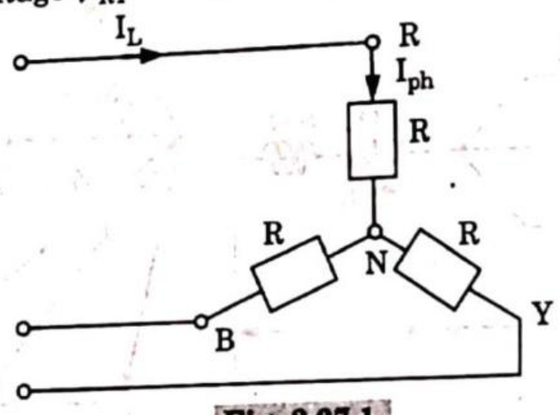

Fig. 2.37.1.
5. From the Fig. 2.37.1 of star - connected load it is clear that $I_L = I_{ph}$.